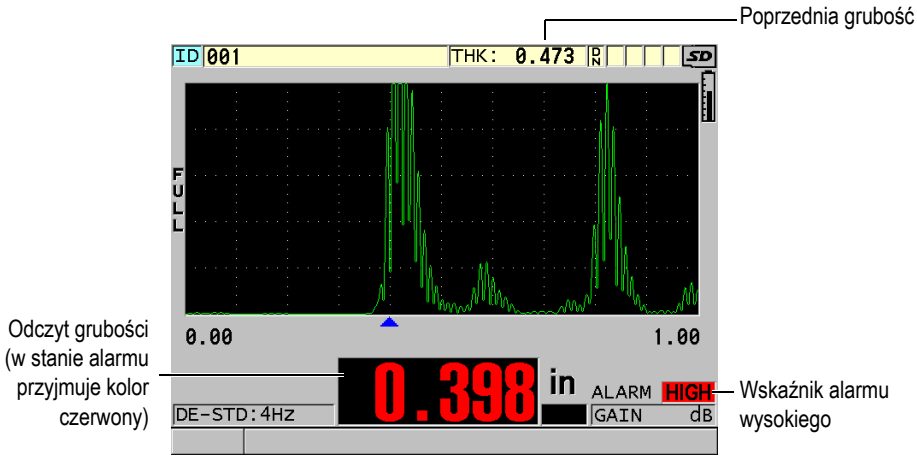

Rysunek 8-4 Przykład wskaźnika alarmu HIGH (Wysoki)
- Wskaźnik alarmu **HIGH** (Wysoki) lub **LOW** (Niski) miga na czerwonym tle w dolnym prawym rogu ekranu pomiaru (patrz Rysunek 8-4 na stronie 144).